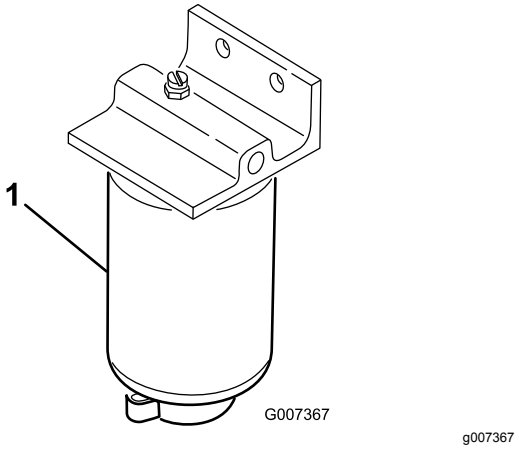

Figur 49
Tapp vann eller andre urenheter fra vannutskilleren (Figur 49) daglig.
2. Løsne tappepluggen på bunnen av filterboksen (Figur 49).